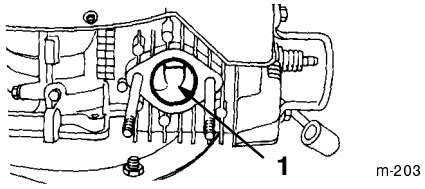

Figure 36
6. Slowly pull the recoil starter so that the piston covers the exhaust port (Fig. 36).
7. Clean the carbon from the exhaust port (Fig. 36) with a flat hardwood scraper.
8. Install the muffler with the screw, two nuts, and two lockwashers (Fig. 36).